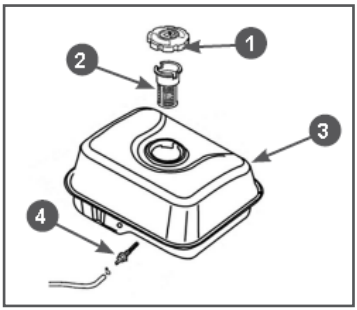

Рис. 20 Топливные фильтры
В топливном баке установлены два сетчатых топливных фильтра. Один фильтр устанавливается в заливной горловине топливного бака. Второй фильтр конструктивно объединен со штуцером топливного бака и установлен внутри бака (Рис. 20).
Через каждые 300 часов работы необходимо производить очистку топливного бака от грязи и конденсата. Одновременно с очисткой топливного бака необходимо проверять и очищать фильтр 4, установленный внутри бака (Рис. 20). Поврежденный или сильно загрязненный фильтр необходимо заменить.
3. Выкрутите из топливного бака выходной штуцер 4 и произведите его очистку (Рис. 20). Внимательно осмотрите сетчатый фильтр. При обнаружении механических повреждений замените штуцер топливного бака.